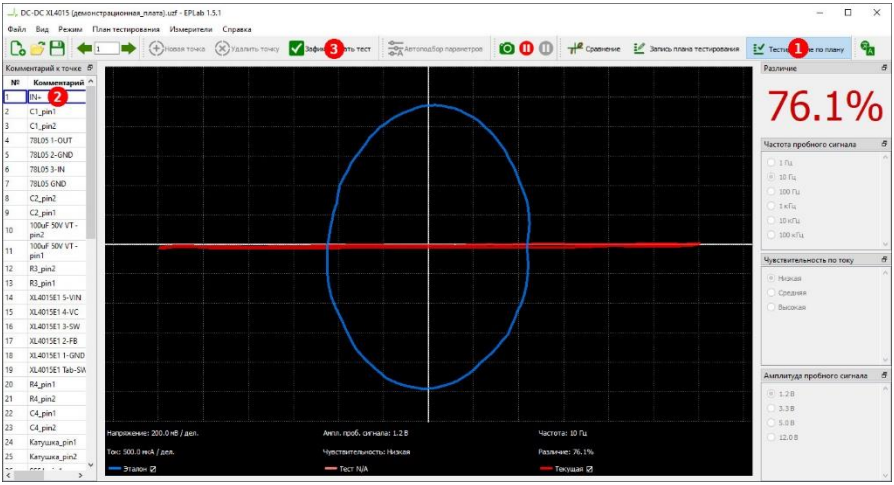

Рисунок 2.6 – Запись ВАХ тестируемой платы.
В EPLab перейдите в режим «Тестирование по плану» (рис. 2.6, ❶).